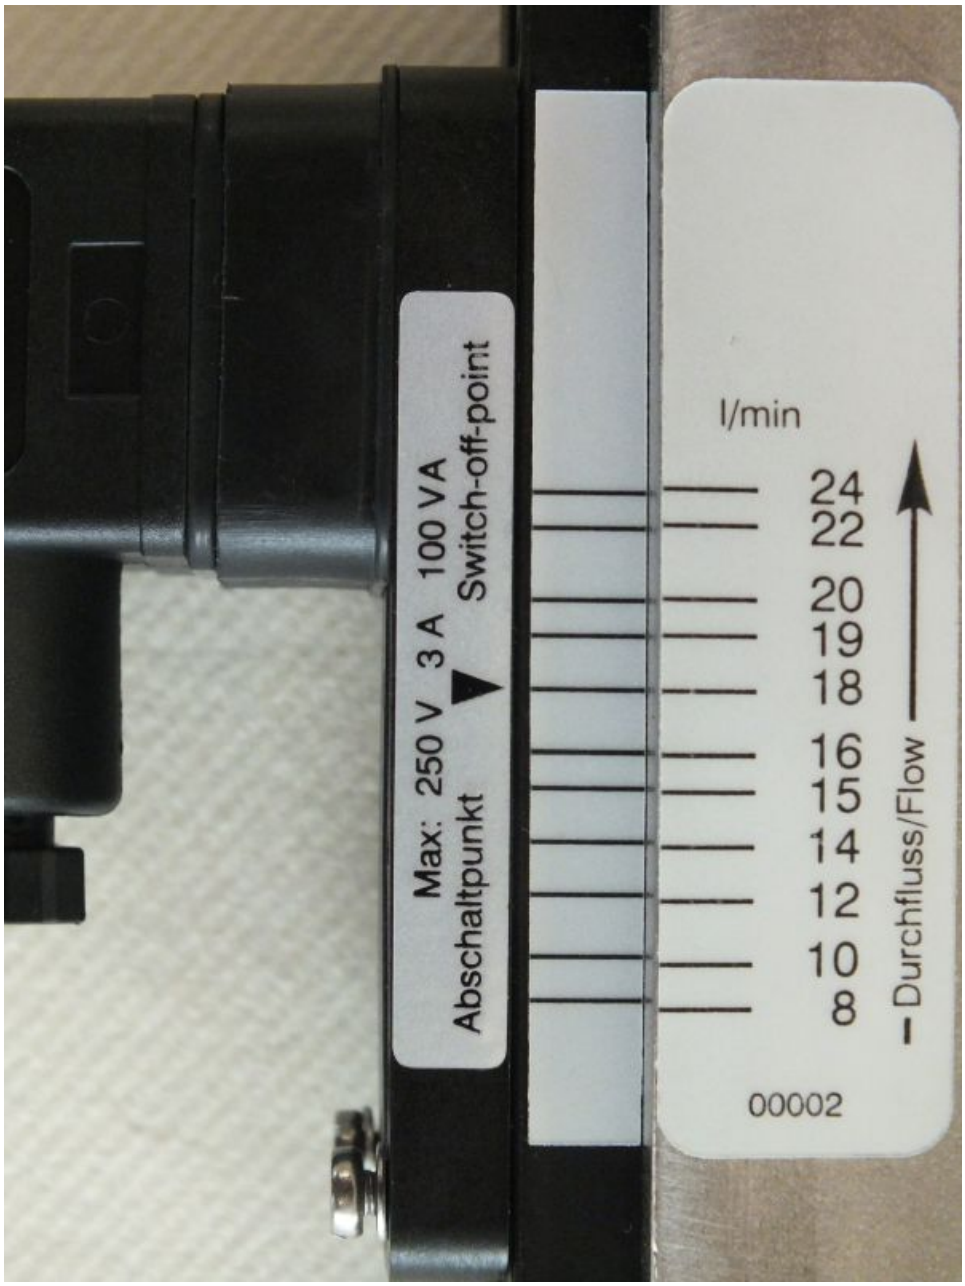

Fig. 41: Reading-off the switch point value (example)
1. Make sure that the setting arrow, the scale mark on the positioning aid label (adhesive label on the guide rail) and the appropriate scale mark on the switch point adjustment scale are in alignment. (*Fig. 41*).